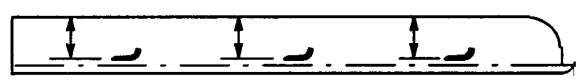

Afbeelding 11
2. Draai het mes totdat de uiteinden naar voor en achter gericht zijn. Meet de afstand van de binnenkant van de maai-eenheid naar de snijkant aan de voorkant van het mes (Afb. 11), en onthoud deze maat.